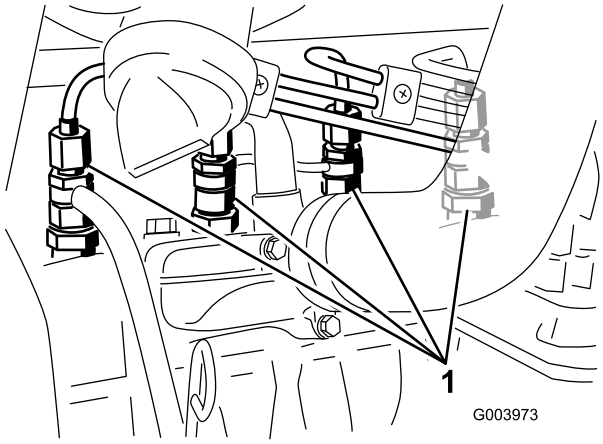

Figura 49
1. Afloje la conexión entre el tubo y el conjunto de boquilla y soporte Nº 1 (Figura 49).